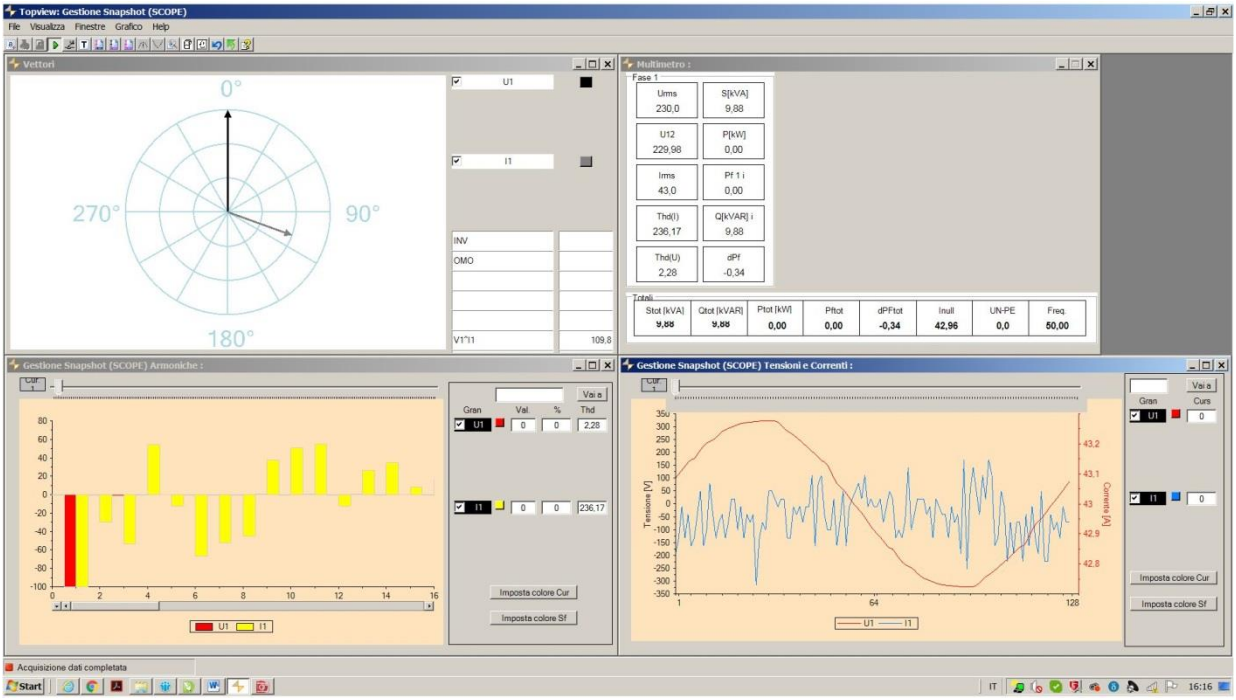

Fig. 20: Exibição de quantidades em tempo real
8. Clique no botão "Seg" para abrir a exibição dos valores das quantidades em tempo real na forma de tabelas, formas de onda, gráficos harmónicos e diagrama vetorial, como mostra a Fig. 20